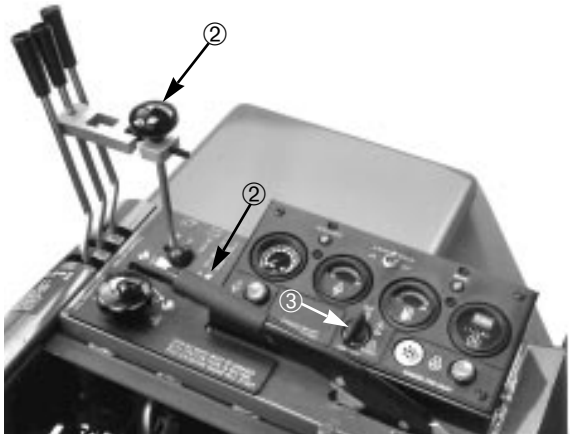

Fig. 14
2. Sett deg på setet og sett parkeringsbremsen på (fig. 14). Drei nøkkelen og forsøk å starte motoren med klippe/omslipings-hendelen (fig. 14) både i stilling KLIPPING og OMSLIPING. Hvis motoren dreier er det en feil som må rettes på straks. Hvis motoren ikke dreier virker klipperdrivbryteren som den skal.
3. Sett deg på setet og frigjør parkeringsbremsen (fig. 14). Drei nøkkelen og forsøk å starte motoren med klippe/omslipings-hendelen (fig. 14) i STOPP-stilling. Hvis motoren dreier er det en feil som må rettes på straks. Hvis motoren ikke dreier virker bremsebryteren som den skal.
4. Sett parkeringsbremsen på (fig. 14), start motoren og senk klippeenhetene. Sett klippe/omslipingsbryteren (fig. 14) i stilling KLIPPING. Reis deg fra setet. Motoren skal stoppe innen noen få sekunder. Det viser at forriglingssystemet virker som det skal. Reis deg også fra setet med hendelen i stilling OMSLIPING. Motoren skal stoppe, dvs. forriglingssystemet